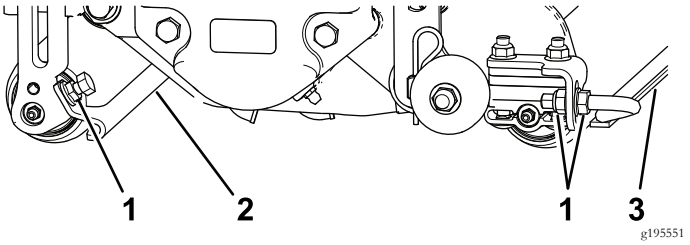

Bild 11
1. Lösen Sie die Bundmuttern, mit denen die Rollenabstreifer befestigt sind (Bild 11).
Bevor Sie den Vertikutierer auf den Werkstattboden absenken oder von der Zugmaschine entladen, senken Sie die Transportrollen (Bild 11) ab, damit die Messer nicht mit der befestigten Oberfläche in Berührung kommen.